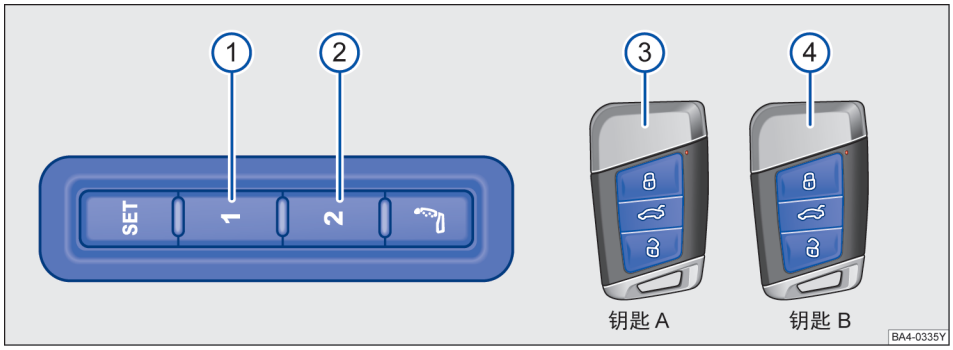

图 82 记忆位置图示
记忆座椅一共可以存储四个位置，座椅的记忆按钮可存储两个不同位置①、②，两把遥控钥匙可分别绑定位置③和④→ 图 82。 ◁
- 按压按键SET→ 图 82。
- 在 10 秒钟内按压需要设置的记忆按钮①、②。一个声音信号确认存储于该记忆按钮的位置设置成功。